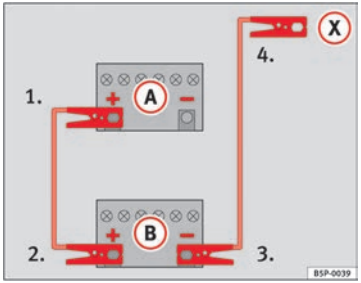

Fig. 241 How to connect the jump leads
On ⇒ fig. 241 (A) shows the flat battery and (B) the charged battery.
1. Connect one end of the red jump lead to the positive ⇒ fig. 241 (+) terminal of the vehicle with the flat battery ⇒ ⚠.
4. Connect the other end of the black jump lead (X) to a solid metal component which is bolted on to the engine block, or onto the engine block itself of the vehicle with the flat battery. Do not connect it to a point near the battery ⇒ ⚠.